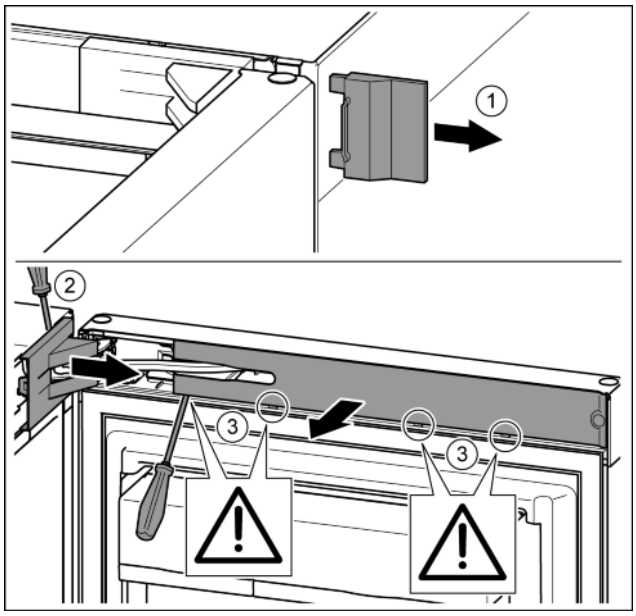

Fig. 8
▶ Снять внешнюю крышку. *Fig. 8 (1)*
▶ При помощи отвертки освободить от фиксаторов крышку опорного кронштейна и отсоединить. Снять крышку опорного кронштейна. *Fig. 8 (2)*
▶ Шлицевой отверткой вывести накладку из зацепления и отвести в сторону. *Fig. 8 (3)*